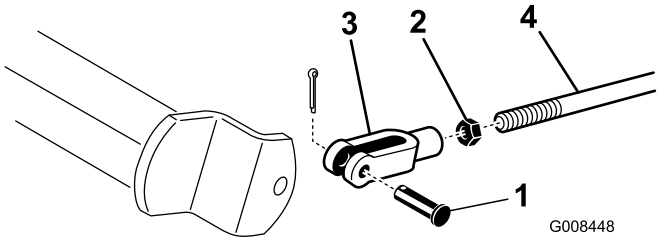

Figur 46
2. Koppla bort bromsstängerna genom att ta bort saxpinnen och sprintbulten om bromsarna inte låser sig lika mycket (Figur 46).
3. Lossa kontramuttern och justera sprinten (Figur 46).
4. Montera sprinten på bromsaxeln (Figur 46).